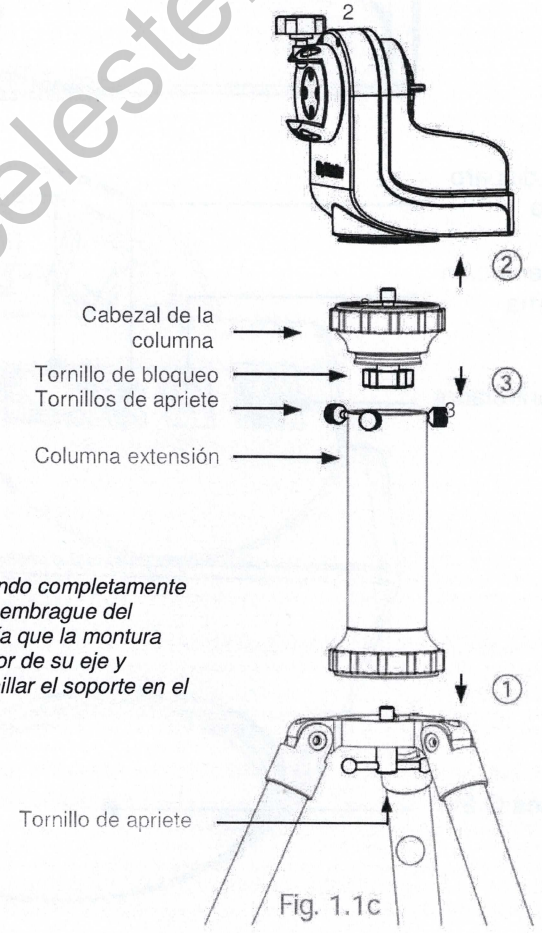

Fig. 1.1c
4. Si se utiliza un telescopio de tubo largo con la montura AZGTi, se debe insertar un sistema de extensión, entre el trípode y la montura AZGTi para evitar que el telescopio golpee las patas del trípode cuando apunta al cenit (Fig. 1.1c).